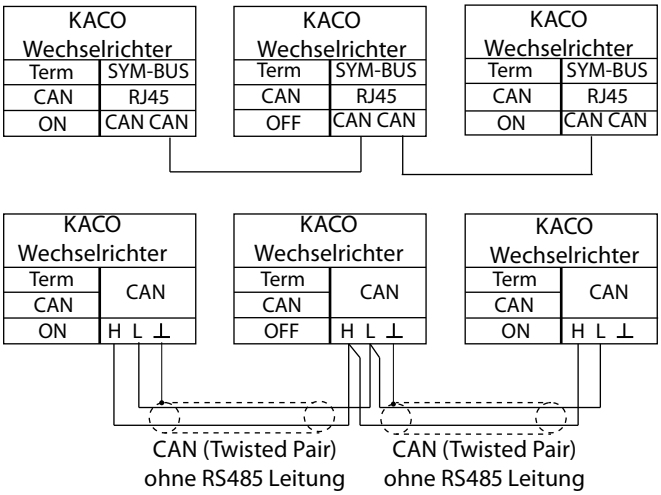

Bild 20: Anschlussplan SYM-Bus in Dreiergruppe
- GND mit GND (siehe Bild 20 auf Seite 26)